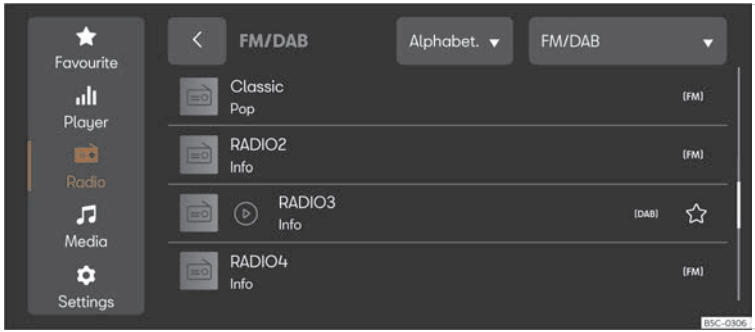

Fig. 156 Schematic representation: Radio view.
- Press **MENU** > ⓟ > >>> **Fig. 156**.